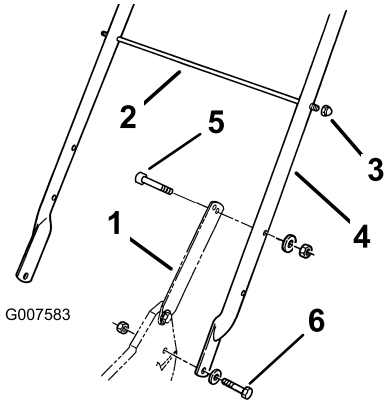

Figur 3
1. Montera handtaget på gräsklipparhöljets utsida (i det nedersta hålet) med två bultar (5/16 x 1-1/4 tum), brickor och tunna låsmuttrar (5/16 tum) (Figur 3).
2. Sätt fast spärrarna vid handtaget med två bultar &Bolt5_16x1 1_2; brickor och låsmuttrar (5/16 tum) (Figur 3).
3. För uppsamlarstödet genom handtagets näst översta monteringshål och skruva fast en hattmutter på varje ände (Figur 3).